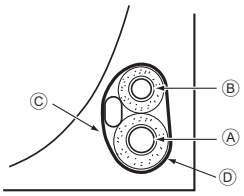

Fig. 4-5
4.5.1. Lagring i rørsystemrommet i enheten (Fig. 4-5)